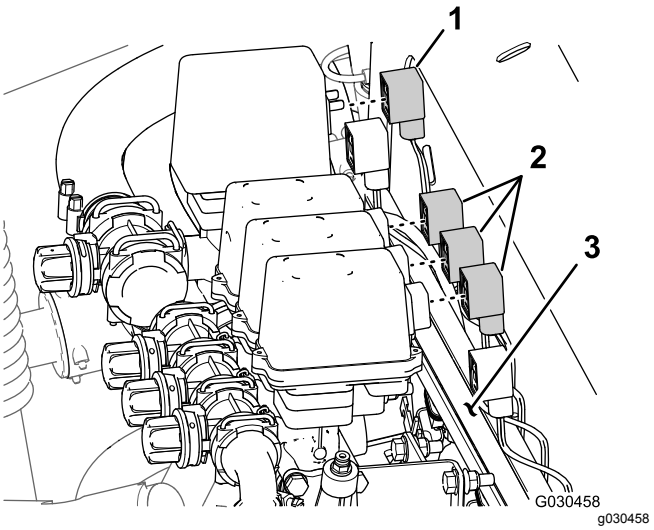

Figur 55
2. Bak på manifoldfestet, koble kontakten med tre sokler fra risteventilen og kontaktene med tre sokler fra de tre bomseksjonsventilene (Figur 55).